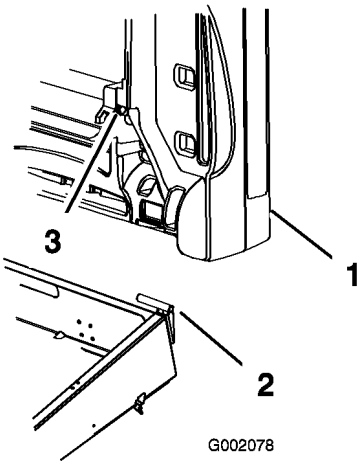

Figur 9
3. För på lastlådans monteringshål över tappfästet (Figur 9).